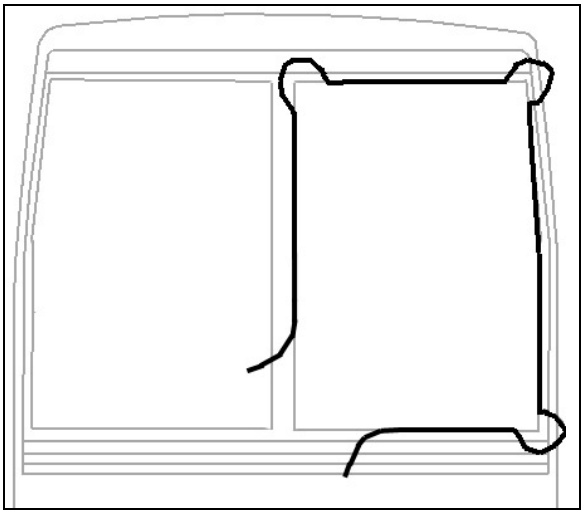

**FIGURE 57: WINDSHIELD INSTALLATION USING ROPE**
2. Insert rope into rubber extrusion leaving enough length at each corner to make a loop. Spray soapy water onto rope and rubber extrusion (Figure 57).